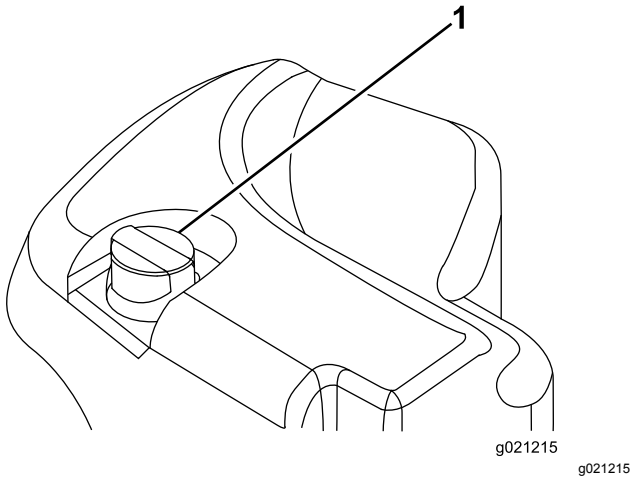

Figuur 29
2. Reinig de omgeving van de vulbuis en de dop van de hydraulische tank (Figuur 29). Verwijder de dop van de vulbuis.